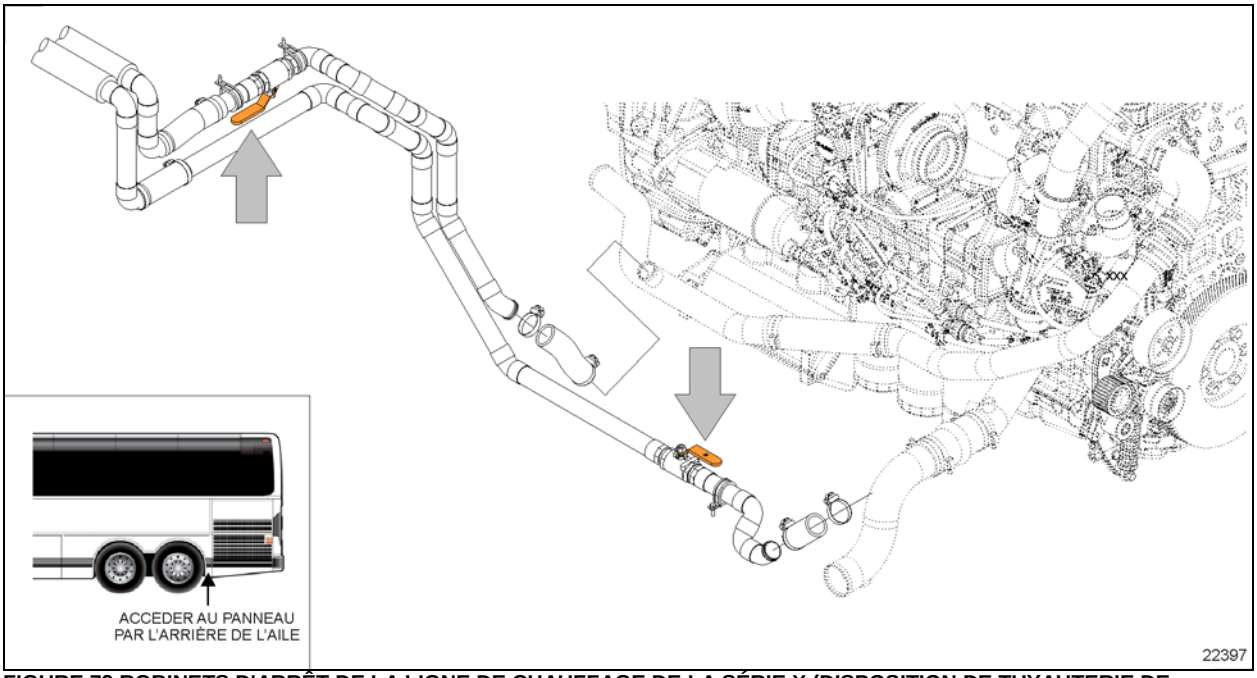
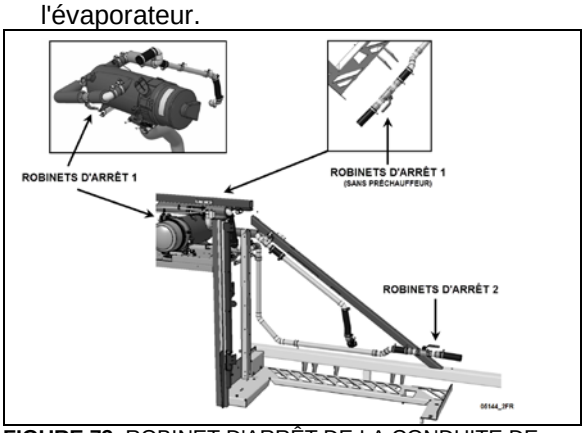

FIGURE 72 ROBINETS D'ARRÊT DE LA LIGNE DE CHAUFFAGE DE LA SÉRIE X (DISPOSITION DE TUYAUTERIE DE TRANSMISSION ALLISON ILLUSTRÉE)
FIGURE 73: ROBINET D'ARRÊT DE LA CONDUITE DE CHAUFFAGE DE LA SÉRIE H3 5144
3. Fermer les soupapes d'arrêt des conduits d'eau chaude situées près du moteur du côté rue (voir Figure 72 ou Figure 73).
2. Fermer les deux soupapes d'arrêt de la canalisation de chauffage. (Figure 72 or Figure 73). L'une se trouve dans le compartiment moteur, côté route, en bas, près du radiateur, tandis que l'autre se trouve derrière l'aile articulée arrière gauche, près du préchauffage.